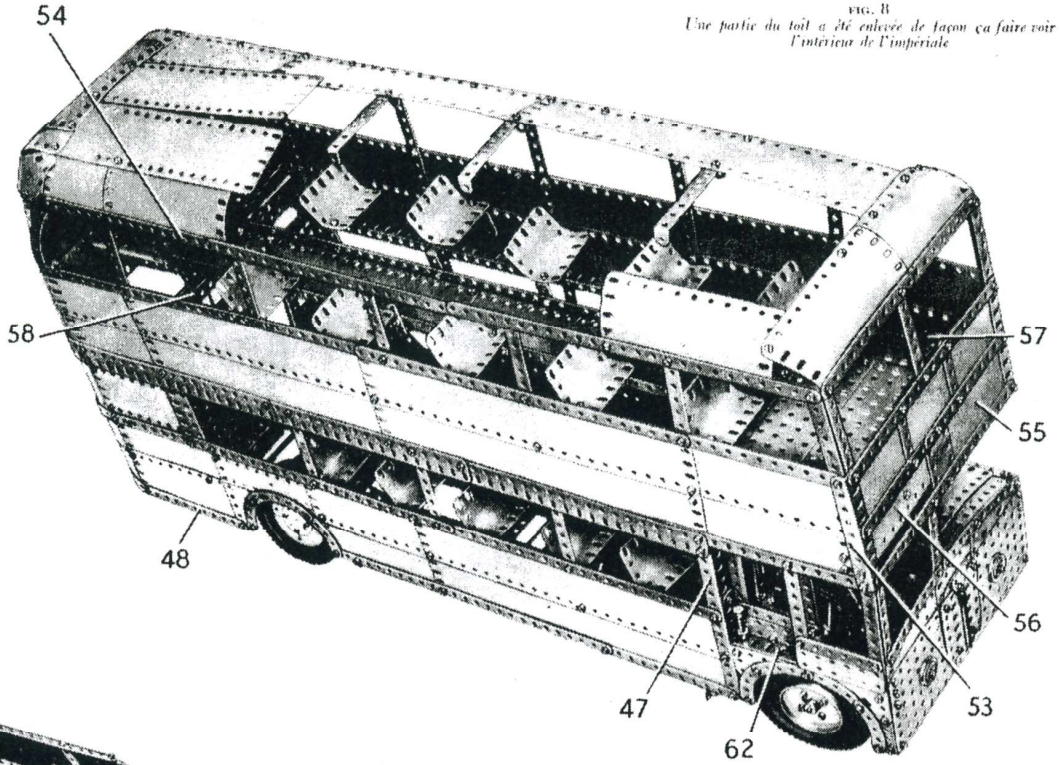

FIG. 8
La partie inférieure de l'autobus (Fig. 8 et 9)
Le côté qui apparaît sur la figure 8 est constitué par deux plaques flexibles de 14 × 6 cm., quatre plaques bandes de 25 trous et deux plaques flexibles de 11,5 × 6 cm. Ces pièces sont fixées sur les bandes de 25 trous verticales qui forment les montants des fenêtres. A l'avant, une cornière de 9 trous (53) est réunie aux bords supérieurs de la partie inférieure de l'autobus par une bande de 15 trous. Les bords supérieurs des plaques sont renforcés par deux bandes de 25 trous et deux bandes de 11 trous. Une bande (54) faite de trois bandes de 25 trous est boulonnée aux extrémités supérieures des montants des fenêtres. En plus des bandes verticales de 25 trous, deux bandes de 11 trous, une bande incurvée de 10 cm., une bande de 7 trous à l'avant servent à constituer les fenêtres de l'impériale.
A l'avant de l'autobus, les cornières (53) sont réunies par deux bandes de 19 trous et par une bande faite de deux bandes de 11 trous qui se recouvrent sur 3 trous (Fig. 8). L'avant est recouvert par trois plaques flexibles de 9 × 6 cm. en haut, et par une moitié de plaque à charnières (55), une plaque flexible de 6 × 4 cm. et une de 14 × 4 cm. (56) au dessous. La plaque (56) est prolongée vers le haut par une autre plaque flexible de 14 × 4 cm., et ces plaques sont maintenues en retrait des plaques flexibles de 9 × 6 cm. par des écrous placés sur les boulons qui les unissent. Les extrémités avant des bandes (54) sont réunies par des équerres à deux bandes de 11 trous qui se recouvrent sur 3 trous.
Le capot et la cabine du chauffeur (Fig. 8 et 9)
Le côté extérieur de la cabine se construit en fixant une cornière de 11 trous (62) (Fig. 8) sur la cornière (47) grâce à une équerre. L'extrémité avant de la cornière (62) est réunie à la cornière (53) par une bande de 11 trous. Le côté est recouvert par une plaque flexible triangulaire de 6 × 4 cm. et une de 6 × 6 cm., ainsi que par une plaque sans rebords de 75 × 38 mm.